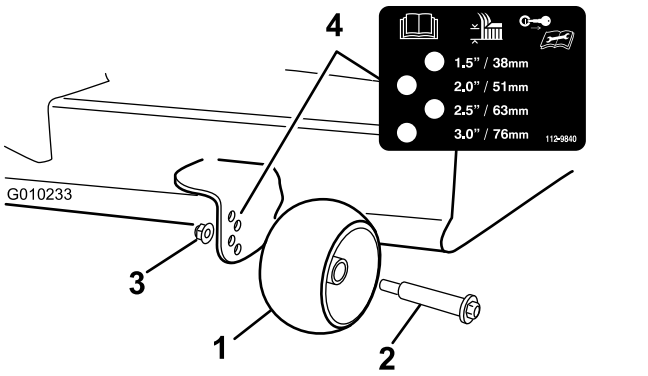

Figuur 30
3. Stel de antiscalpeerrollen (Figuur 30) in zodat deze zo goed mogelijk overeenkomen met de ingestelde maaihoogte.